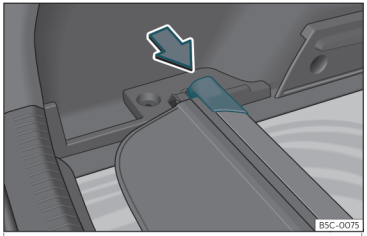

Fig. 112 Nel bagagliaio: alloggiamento per la riposizione del pianale avvolgibile.
• Spingere la testa del pianale avvolgibile nel senso della freccia fino a fissarla nell'apposito alloggiamento››› **fig. 112** .